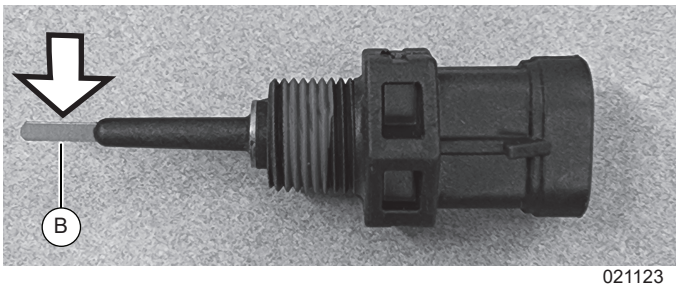

Figure 5-16. Coolant Level Sensor
4. See ***Figure 5-16***. Clean the metal surface (B) using a pencil eraser. This will remove any buildup which may have accumulated on the sensor surface without damaging the sensor. Clean both sides of the metal surface of the sensor in the image.